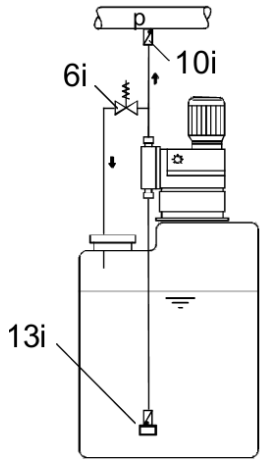

Рис. 6
•Для негазовыделяющей среды, близкой по вязкости к воде, монтировать насос можно прямо на резервуаре (соблюдая допустимую высоту всасывания) (рис. 6).